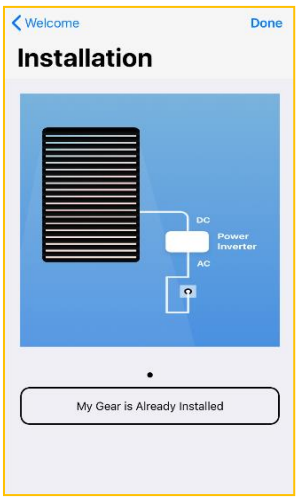

Figure 3
10.2.1. Click **Installation** to confirm connection of the BLINDS to the home and then click **Done** *(Fig. 3)*.